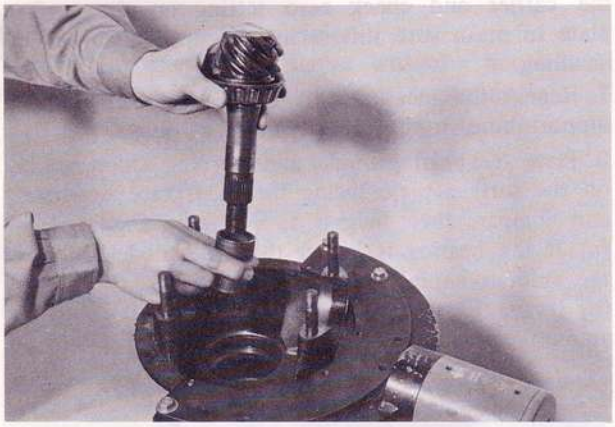

Fig. 9–15 Installing pinion and collapsible spacer
1. Position the pinion assembly in the carrier and install the collapsible spacer as shown in Fig. 9–15.